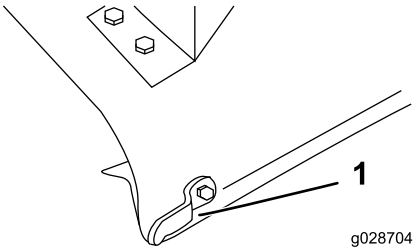

Figura 7
1. Marque e fure um orifício com diâmetro de aproximadamente 10 mm através do centro do batente do defletor (Figura 7).